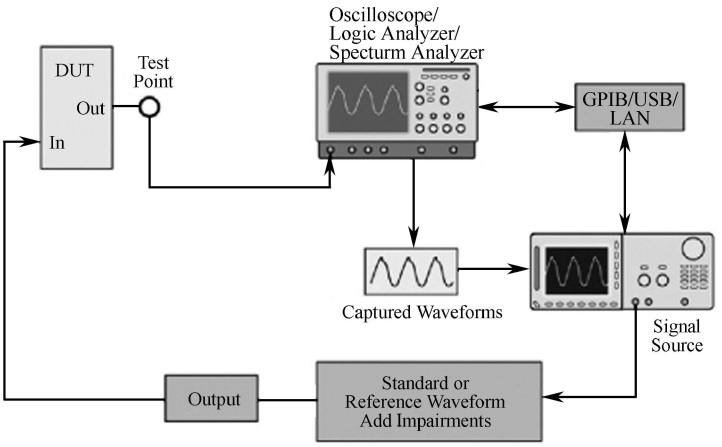

Figure 10.1 Signal sources can use standard, user-created, or captured waveforms, adding impairments where necessary for special test applications
- **Replication** — Capturing an existing signal on an oscilloscope and sending it to the signal source for reproduction (see Figure 10.1).
- **Substitution** — Creating and/or modifying a defined signal to substitute for a signal from unavailable circuitry (see Figure 10.1).